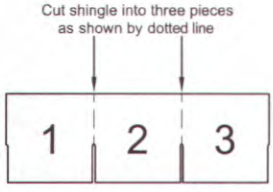

Figure 43. *Shingle cut into thirds*
3. **Install shingle cap.** Starting at the opposite end of the home from the prevailing wind, install ridge cap shingles provided by the manufacturer or use 12" x 12" shingles (36" shingles cut into three equal pieces) (**Figure 43**). Install using 1" x 1" x 16 ga galvanized staples or 12 ga 1-1/4" long, 3/8" diameter head roofing nails spaced 5-5/8 inches from bottom edge and 1/2 inch to 1-1/2 inches in from both edges. Cover the exposed fasteners with tar or cement.